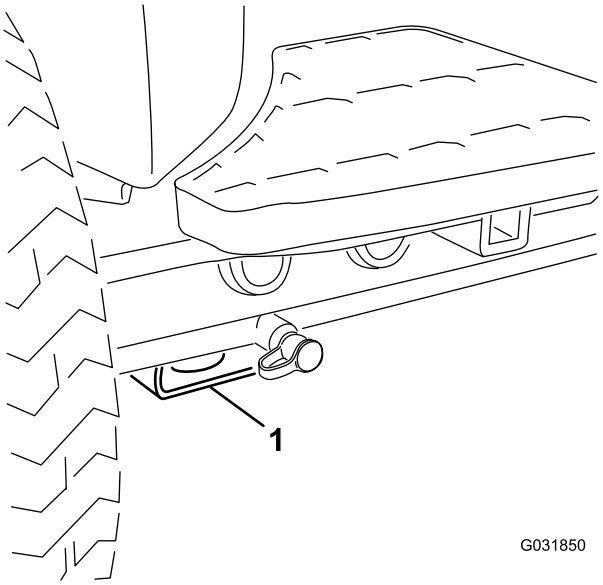

Figuur 37
- Voor – rechthoekige blok, onder de asbuis, aan de binnenzijde van beide voorwielen (Figuur 37).